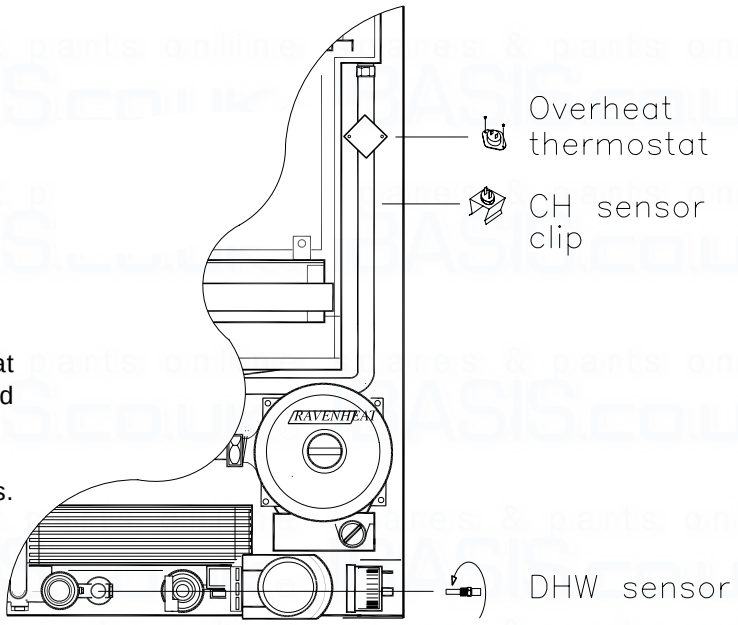

Fig. 46
Unscrew the sensor and replace in reverse order with new seal (fig. 46).
7.16.4 Replace in reverse order (Fig.46).